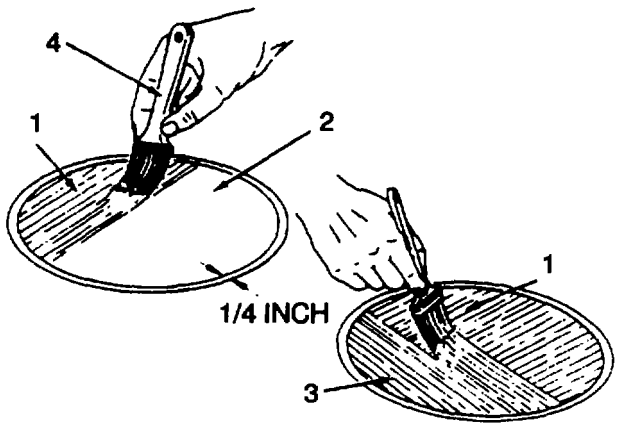

Figure 2-32. Applying Adhesive Over Previous Coat
(h) Apply a uniform coat of barrier adhesive (item 2, table 2-11) (1, figure 2-32) in one direction over previous coat of repair adhesive (2) to within no more than 1/4 inch of repair area of O.D. Use a brush. Remove any excess adhesive from unbuffed area. Use dean cloth (item 16, table 2-11) dampened with acetone (item 3, table 2-11). Wear gloves (item 4, table 2-11). Allow barrier to dry to touch.
(j) Carefully apply a uniform coat of barrier adhesive in one direction (1, figure 2-32) over previous coat of repair adhesive mixture (2). Use a brush (4). Remove any excess adhesive from unbuffed area. Use a dean cloth (item 16, table 2-11) and acetone (item 3, table 2-11). Wear gloves (item 4, table 2-11). Allow barrier to dry to touch.